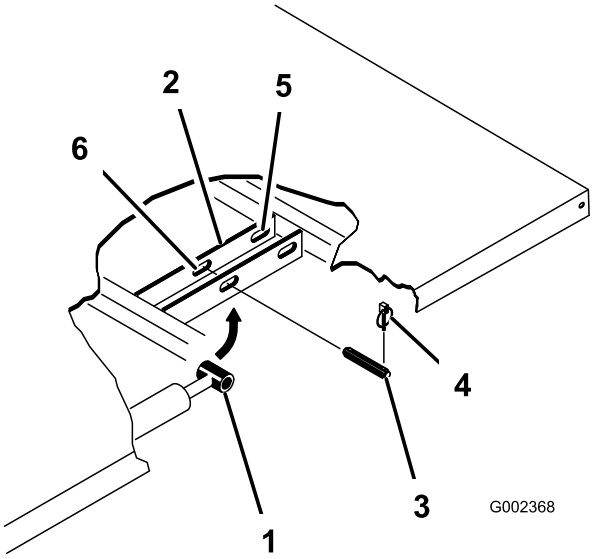

Figuur 32
2. Verwijder de lynchpennen van de uiteinden van de gaffelpennen van de cilinderstang (Figuur 32).
3. Verwijder de gaffelpennen waarmee de uiteinden van de cilinderstang vastzitten aan de bevestigingsplaten van de laadbak, door de pennen naar binnen te drukken (Figuur 32).
4. Verwijder de lynchpennen en de gaffelpennen waarmee de draaibeugels zijn bevestigd aan de framebalken (Figuur 32).